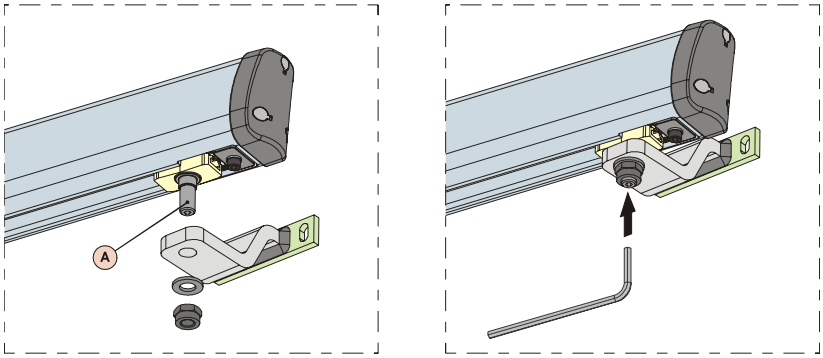

Abb. 11
4) Den vorderen Bügel laut Angaben in Abb. 11 zusammenbauen. Im unteren Teil des Anschlusses wurde eine sechseckige Aufnahme CH=5 hergestellt (Abb. 11 – Bez. A) für die Erleichterung der Montagearbeiten.